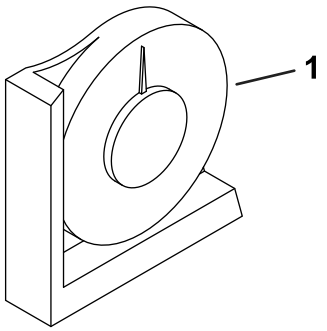

Figur 3
2. Kontrollera att maskinen står jämnt genom att placera den handhållna lutningsmätaren (medföljer maskinen) på ramens tvärbalk vid bränsletanken (Figur 3).